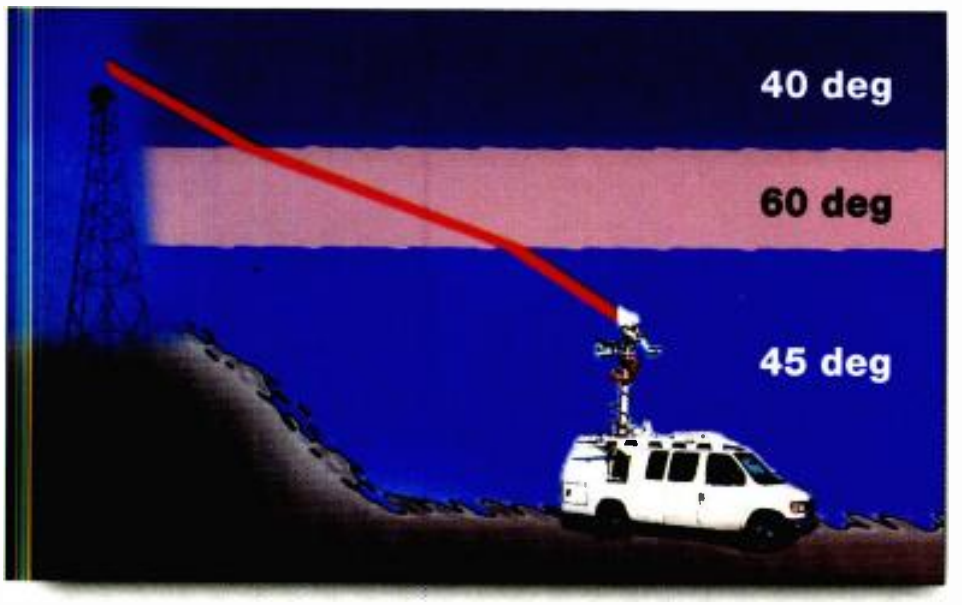

Figure 4: Knowing the height of transmit and receive antennas can help get you around trouble areas.
•If possible, put your ENG truck (transmitter) and receiver on the same side of the thermal layer. Links are only affected by the layers through which the signal passes (see Figure 4). If a live shot next to the lake is lost, it may be restorable by moving the truck a couple miles inland. This may get the truck out from underneath the thermocline. If a link cannot be established from a rural area back to the studio in the city, it is possible that a rural ENG receive site could be used if available.
Figure 4. The standard target decoder is a hypothetical model in the encoder architecture that allows an encoder to create compliant streams without having to base its design on any particular decoder.
ant streams without having to base their design around any particular decoder. MPEG-2 decoders also have standard target decoder buffers (T-STD) for both video and audio (See Figure 4). For ML@MP, these buffers are minimally 220kb for video and 4kb for audio.